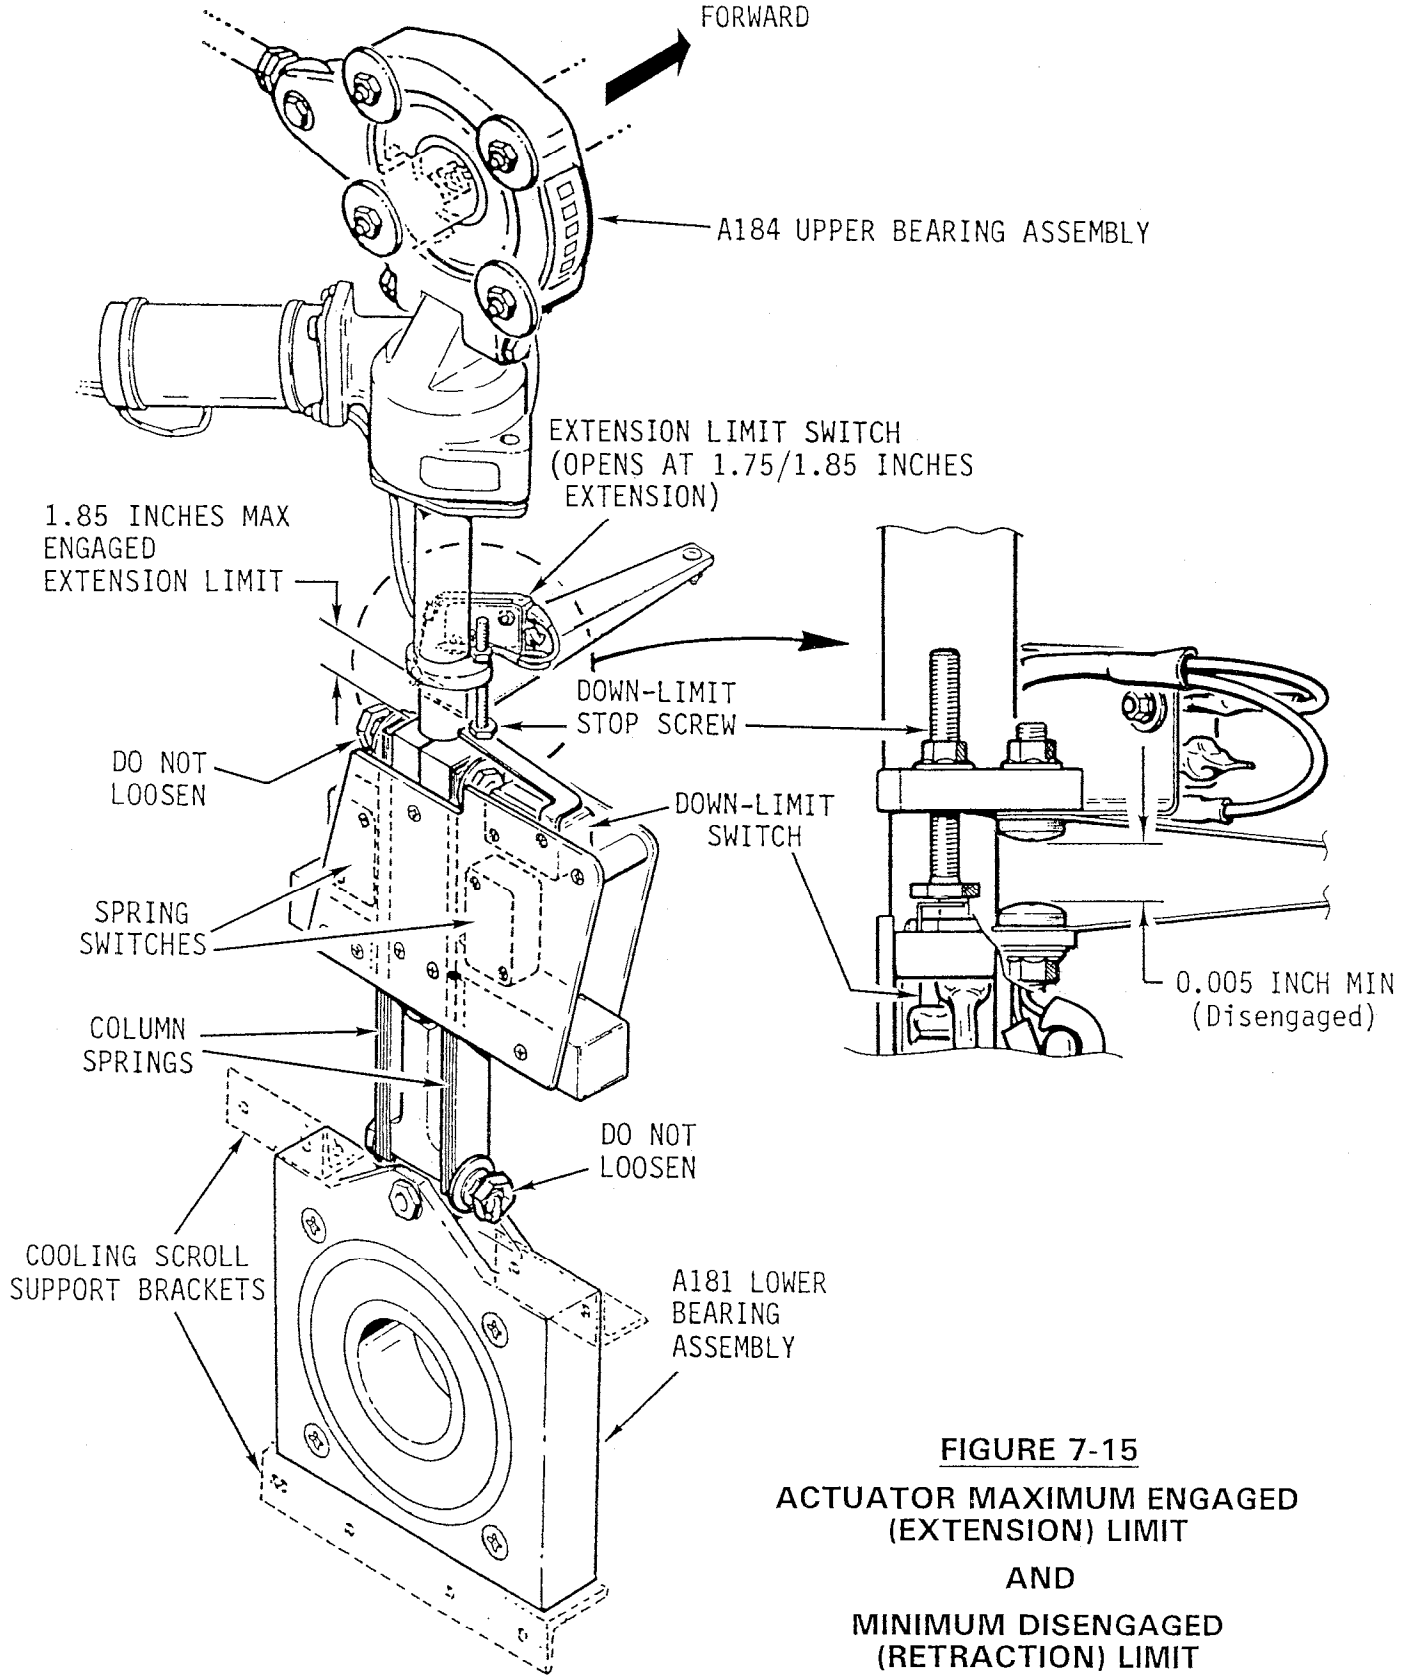

FIGURE 7-15
2. Disengaged Down-Limit Adjustment (see Figure 7-15)
3. Maximum Extension (see Figure 7-15)